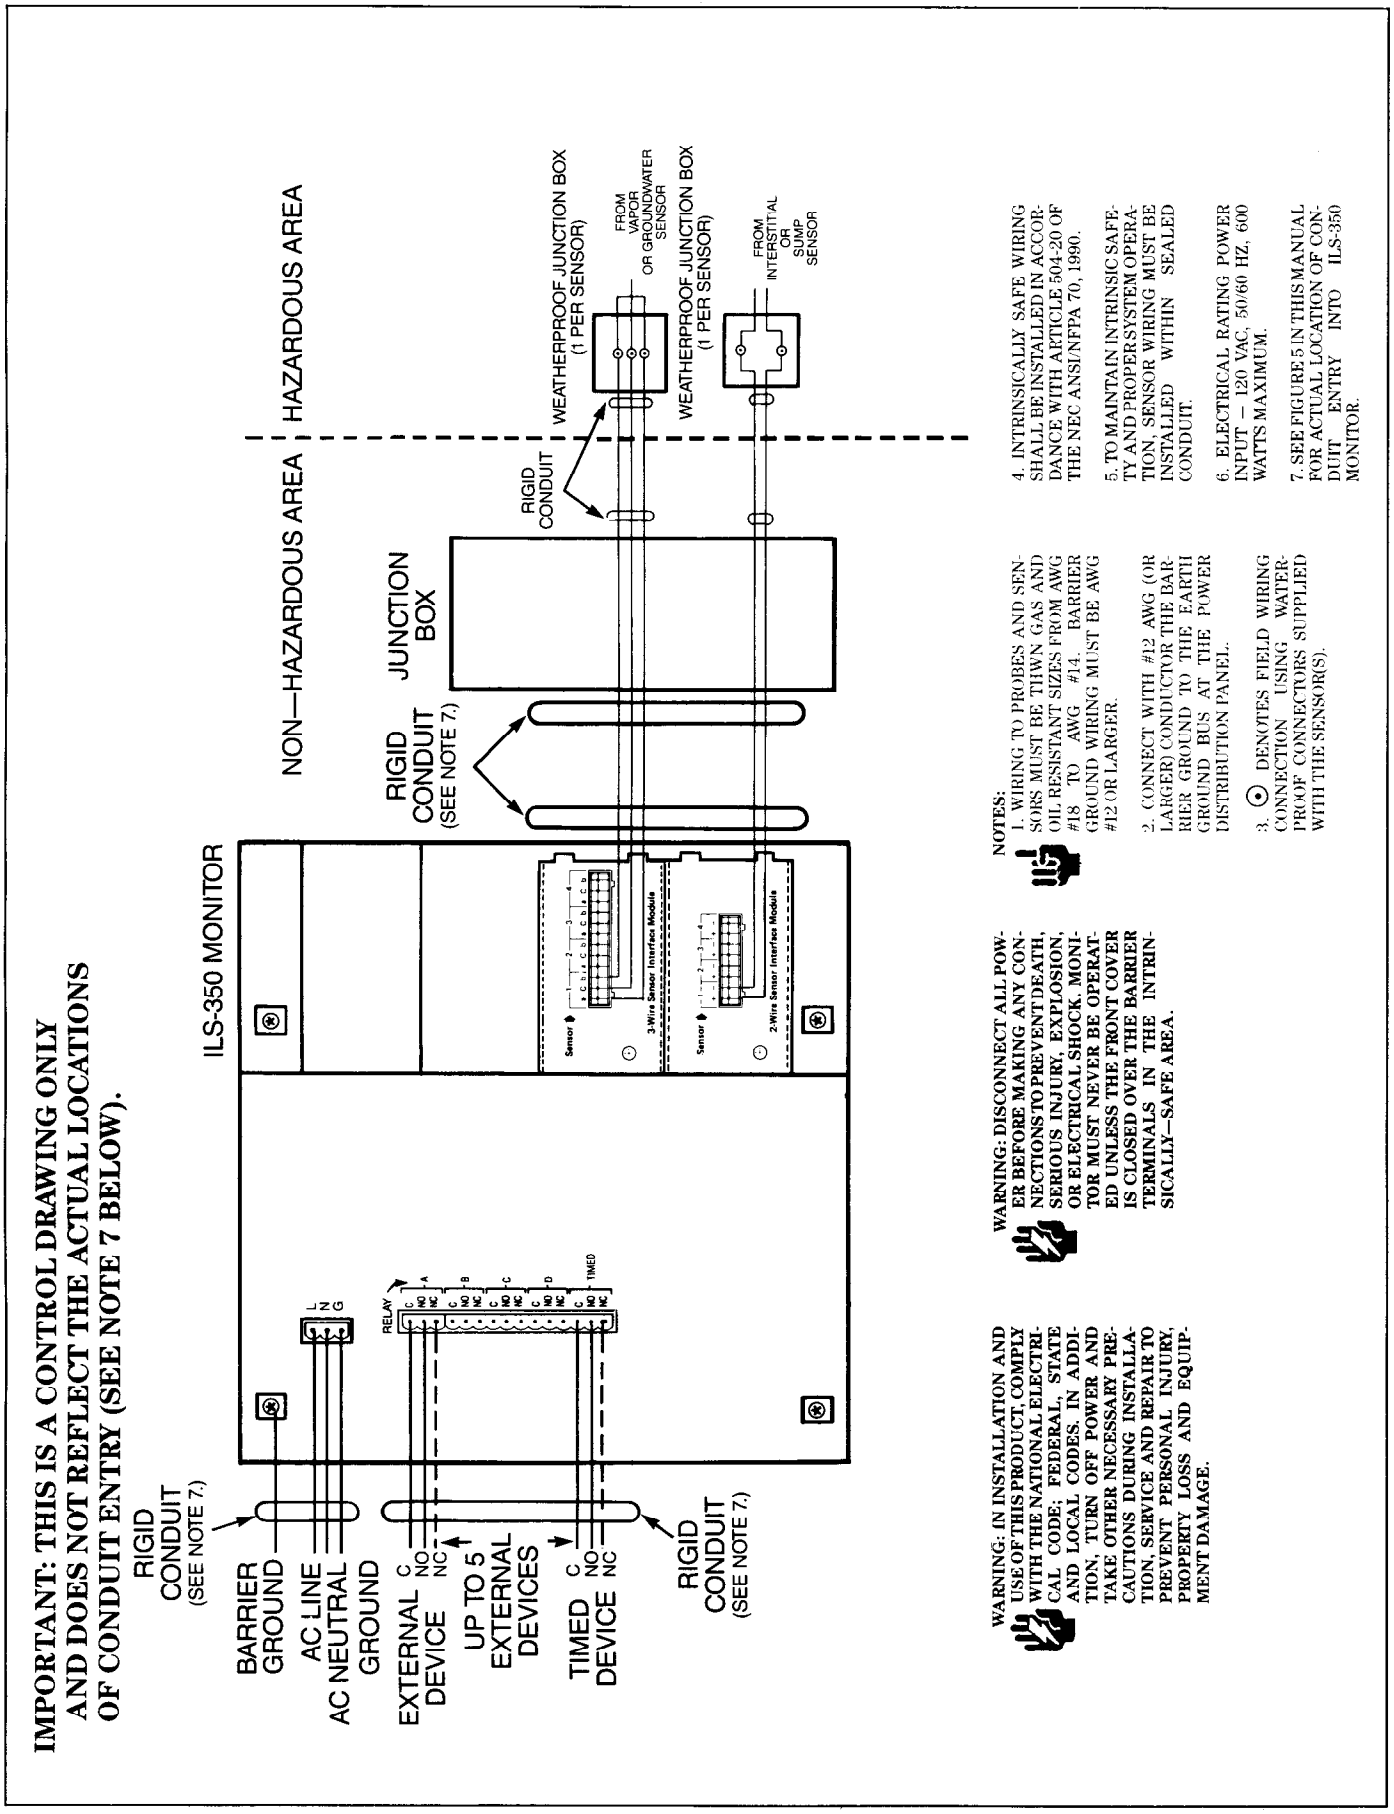

Figure 6. ILS-350 System Wiring Diagram.
(See Figure 6, "ILS-350 System Wiring Diagram".)
(See Figure 6, "ILS-350 System Wiring Diagram.)
2. Connect the power wires (L and N) and the ground wire (G) to the proper terminals in the AC connector (see Figure 6).